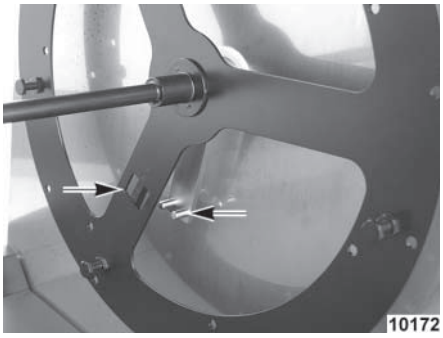

Fig. 6
STEP 4: Turn the rotor, lining up the square drive slots on the rotor end plate with the pins on the drive arm (Fig.6).